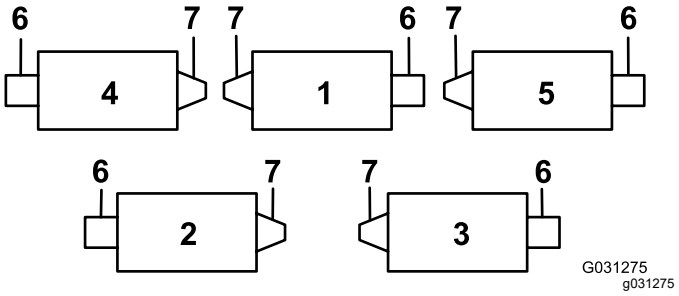
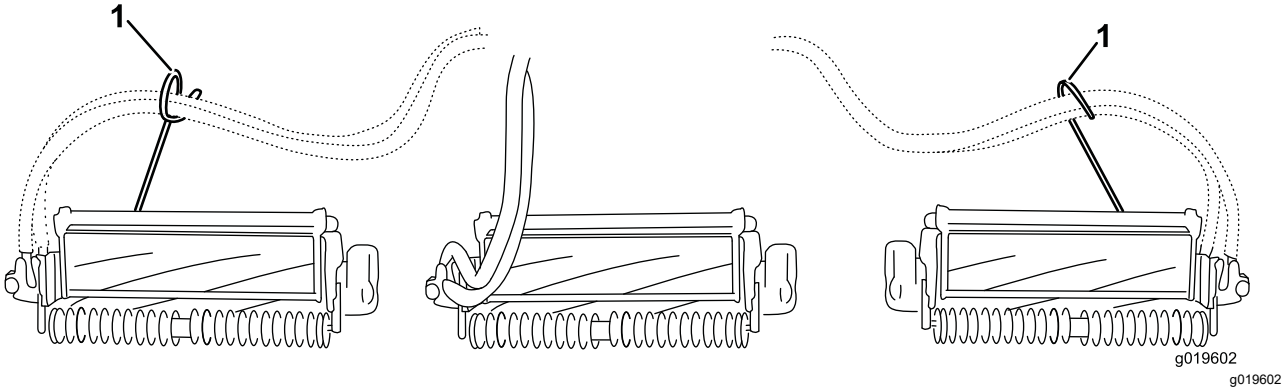
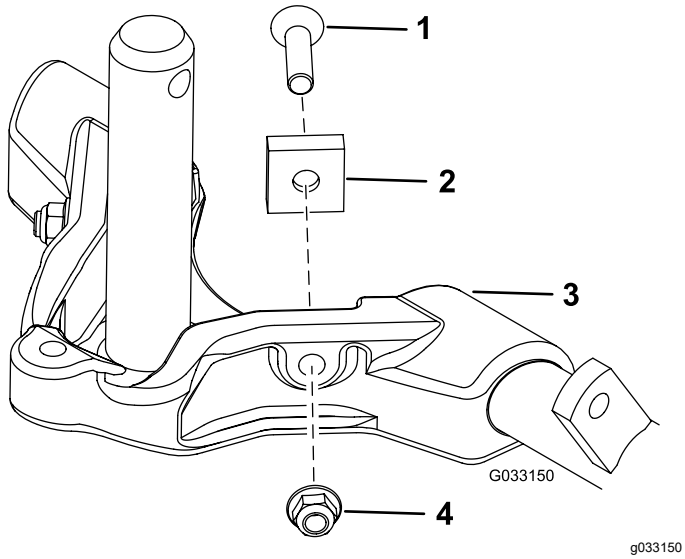

**Figur 12**
**Figur 14**
**Figur 15**
***Viktig:*** **På klippeenhet nr. 4 (venstre foran) og klippeenhet nr. 5 (høyre foran) bruker du monteringsmutterne for stangbraketten til å montere slangeførerne foran på klippenhetstappene. Slangeførerne skal lene mot midtre klippeenhet (Figur 12 til og med Figur 14).**
7. Øk styringen på de bakre klippeenhetene ved å fjerne de to svingavstandsstykkene, sokkelskruene med sekskanthode og flenslåsemutre (Figur 15) fra bærerammene på de bakre klippeenhetene (klippeenhet 2 og 3). Se Figur 12.